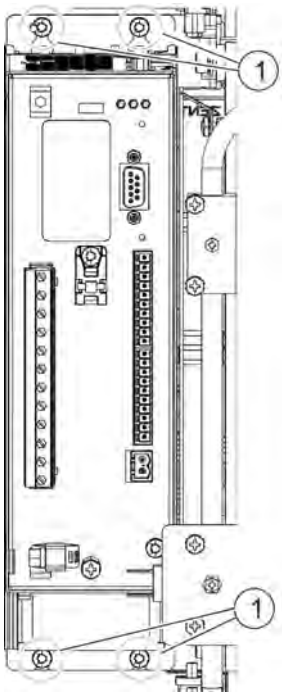

Fig. 41: Screw connections of the frequency converter
6. Loosen the 4 screws (T20) and remove (*Fig. 41*/1).
2. Insert 4 screws (T20) of the frequency converters (A2) into the support plate and firmly tighten (*Fig. 41*/1).